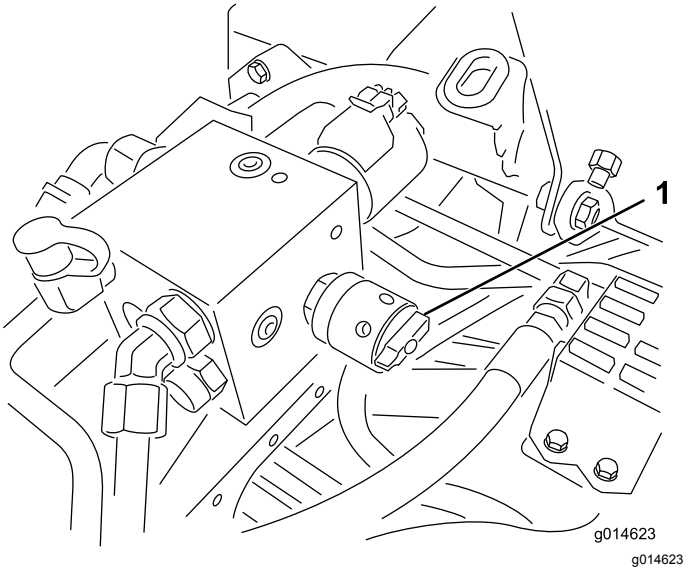

**Figur 51**
6. Drej hastighedsregulatoren til knivcylindre til indstillingen 1 (Figur 51).